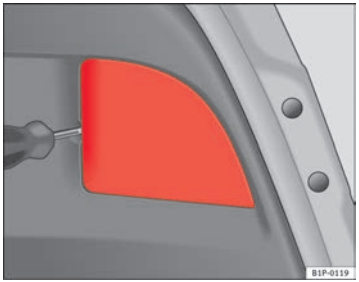

Fig. 173 Lights on the tailgate
- Use a screwdriver to remove the cover ⇒ fig. 173.